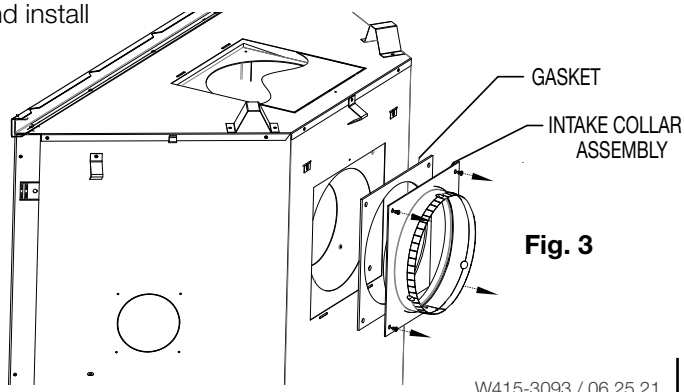

Fig. 3
H. Install the 7" (177mm) collar assembly, complete with gasket, onto the rear panel around the 4" (102mm) collar with the screws provided **(Fig. 3)**.